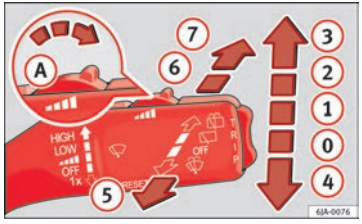

Fig. 65 Window wiper lever
– Give the windscreen a **brief** wipe by moving the lever down to position (4) ⇒ Fig. 65.
– Move the lever up to the stop (1) ⇒ Fig. 65.
– Set the required interval wipe using the control (A).
– Move the lever up to the stop (2) ⇒ Fig. 65.
– Move the lever up to the stop (3) ⇒ Fig. 65.
– Pull the lever towards the steering wheel, position (5) ⇒ Fig. 65, and the windscreen washer and wipers are switched on.
– Press the lever forwards to the stop (6) ⇒ Fig. 65 and the rear window wiper will run every 6 seconds.
– Press the lever forwards fully to position (7) ⇒ Fig. 65 and the rear window wiper and washer are switched on at the same time.
– Release the lever. The rear window washer will stop and the rear window wipers will keep running for 1–3 wipes (depending on the jet operating time). **When released, the lever remains in position (6).**
– Move the lever to position (0) ⇒ Fig. 65. ■
The headlight washers operate briefly if the dipped or main beam is on and the lever is raised to position (5) ⇒ Fig. 65. The headlight washer system also operates every ten windscreen wash cycles.
– Press the lever to position (4) ⇒ Fig. 65 ⇒ page 106, the windscreen wiper arms are set to the service position.
– Switch the ignition on and press the lever to position (4) ⇒ Fig. 65 ⇒ page 106, the windscreen wiper arms are set to the basic position. ■